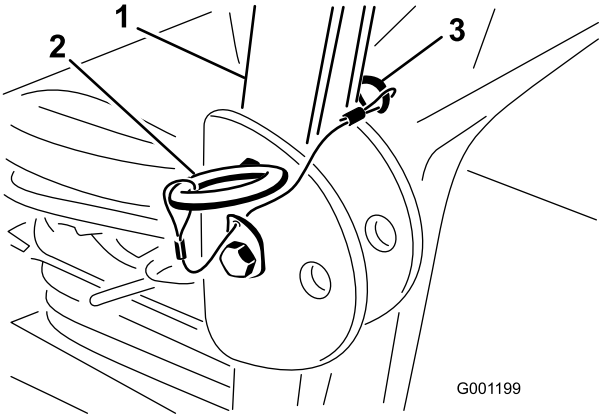

Figuur 8
1. Maak de R-pennen los en verwijder de twee pennen van de rolbeugel (Figuur 8).
2. Klap de rolbeugel omhoog, plaats de twee pennen en zet deze vast met de R-pennen (Figuur 8).